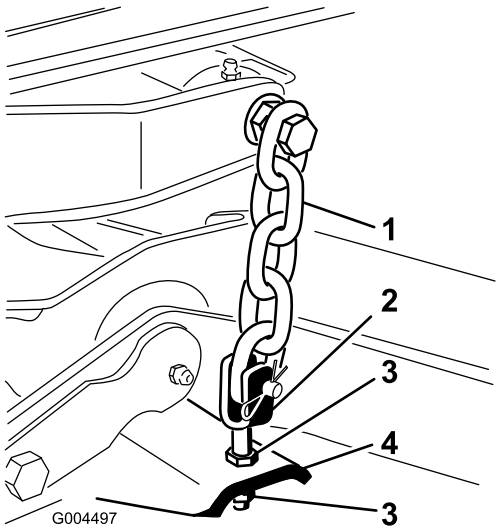

Figur 65
7. Juster låsemutterne som fester klippeenhetsstangen/kjeder for å heve bakre delen av klippeenheten slik at knivstigningen er satt til 8 mm (Figur 65).